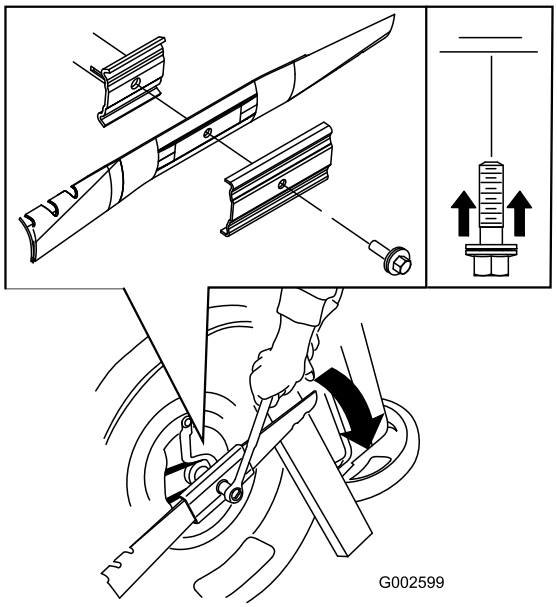

Figur 40
5. Montera den nya kniven (vrid knivbulten medsols) och alla monteringsdelar (Figur 40).